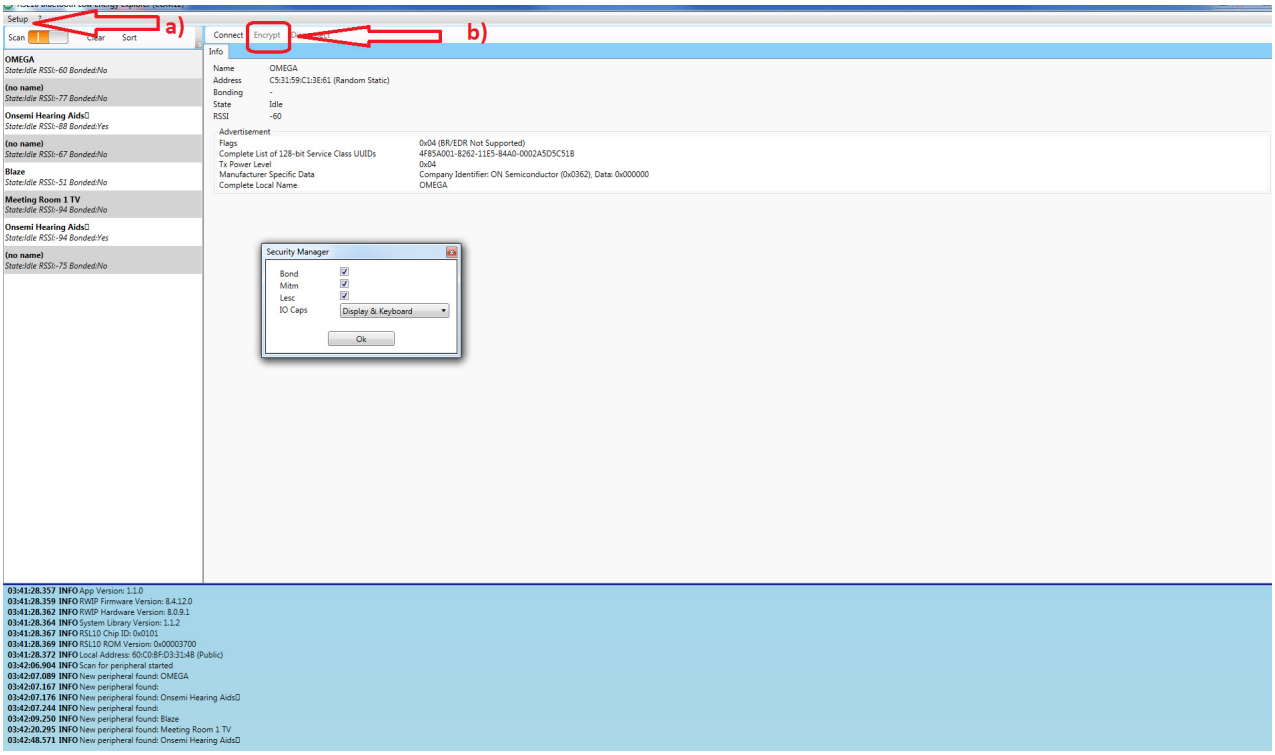

Figure 6. Setting the Security Options
1. The supported encryption settings can be selected in **Setup Menu** > **Security**, as shown in Figure 6 on page 8. The Security Manager abbreviations are defined in Table 3 on page 8.